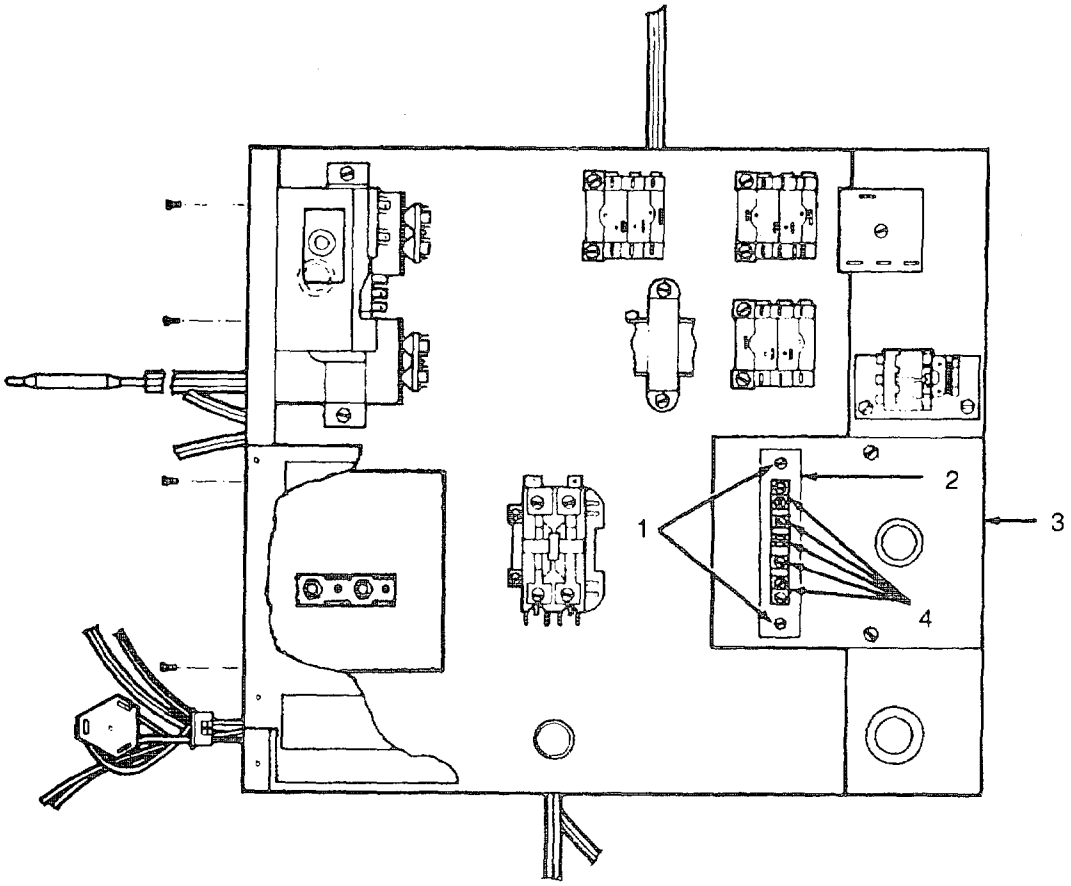

Figure 4-20. Low Voltage Terminal Block
(1) Check mounting screws (1, Figure 4-20) of low voltage terminal block (2) for security.
(2) Install control box cover. See para 4-23
(3) Install both front door assembles. See para 4-17.
(1) Remove the two screws (1, Figure 4-20) holding the low voltage terminal block (2) to the control box (3).
(2) Tag and remove all wires by loosening the screws (4) securing the wires.
(1) Install the low voltage terminal block (2, Figure 4-20) in the control box (3) with the two screws (1).
(2) Install the wires as tagged and secure with screws (4).
(3) Remove tags from the wires.
(4) Install the control box cover. See para 4-23.
(5) Install both front door assemblies. See para 4-17.